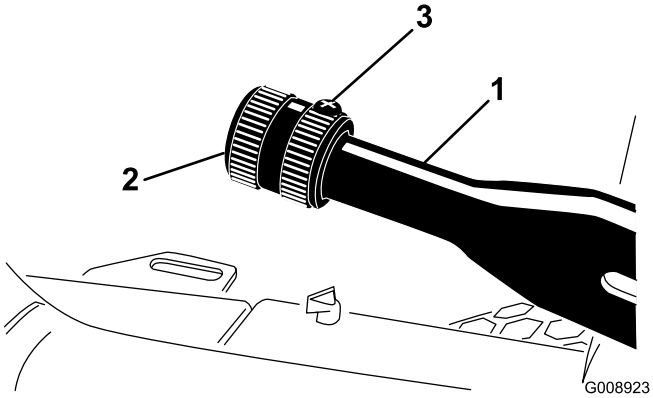

Figur 58
1. Lossa ställskruven som fäster ratten vid parkeringsbromsspaken (Figur 58).